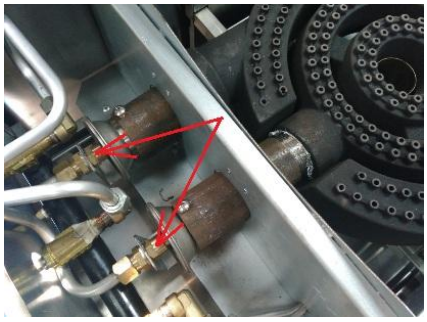

Fig. 8
2. As **Fig. 8** show, screw out the Nat. gas orifice[#32(ϕ3.0mm)] counter-clockwise, then screw in the LP gas orifice[#43(ϕ2.3mm)] clockwise.